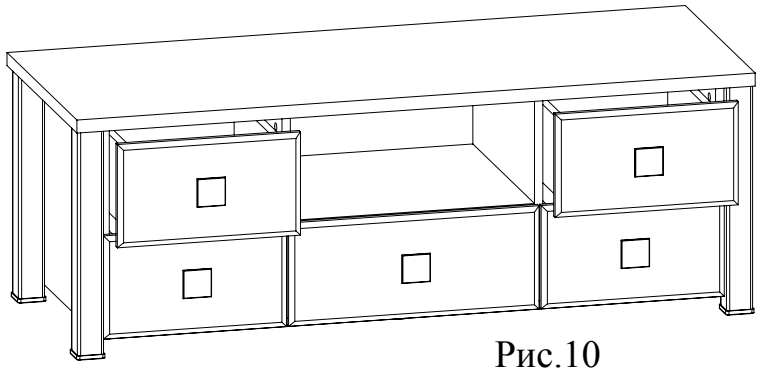

Рис.10
8. Вставить заглушки минификсов и конфирматов. Установите ящики в корпус (Рис. 10).